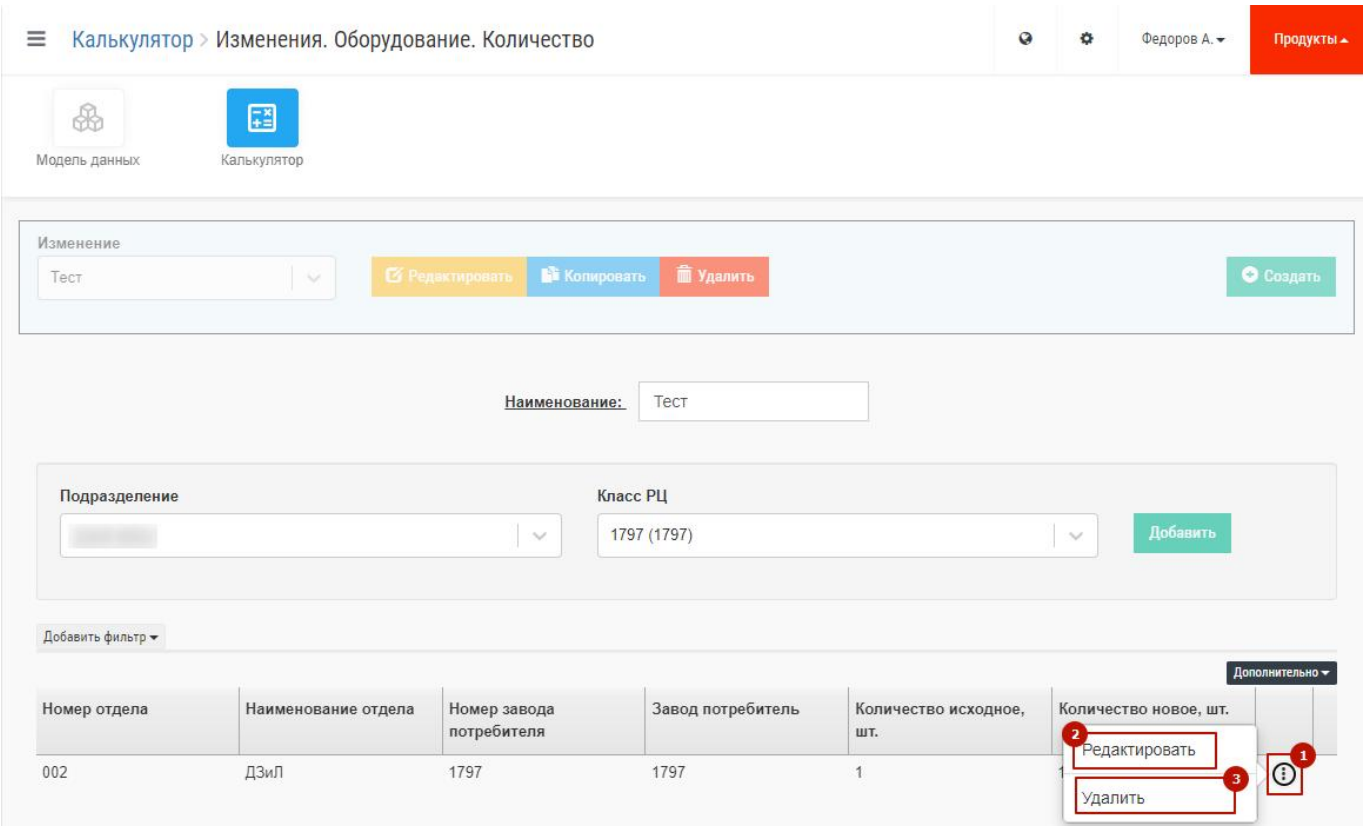

Рис. 44 – Редактирование строк изменения по оборудованию
- Здесь же можно отредактировать или удалить введенные изменения нажав на значок ⋮ и выбрать соответствующий пункт меню (1 + 2/3 на Рис. 44)